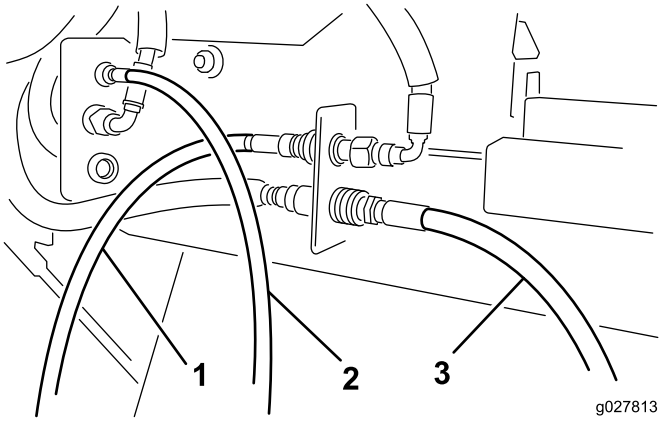

**Рисунок 5**
5. Подсоедините быстроразъемные соединители шланга гидромотора к соединителям Versa Vac, как показано на Рисунок 5.